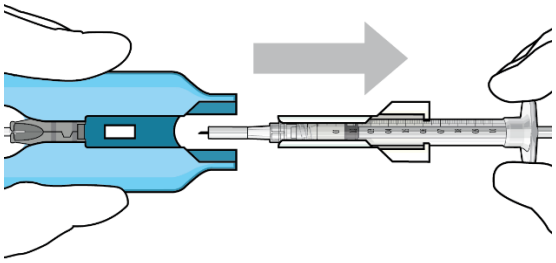

Figure 25
- Remove the syringe and guide sleeve from the carrier by pulling back on the syringe (Figure 25). The syringe will be locked into the guide sleeve.